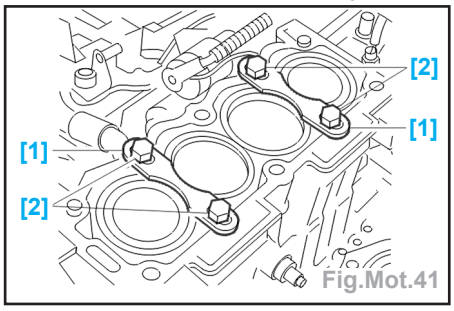

Fig.Mot.41
- Mettre en place les brides [1] de maintien des chemises avec les vis [2] (Fig.Mot.41).